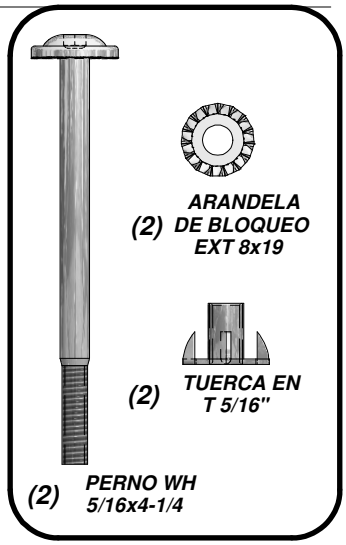

FIG. 1
- ***INSERTE TUERCAS EN T (FIG. 1).***